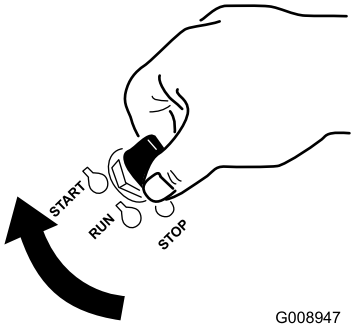

Figur 17
1. Drej tændingsnøglen til positionen Start (Figur 17). Slip nøglen, når motorerne starter.
6. Drej tændingsnøglen til positionen Start (Figur 17). Slip nøglen, når motorerne starter.